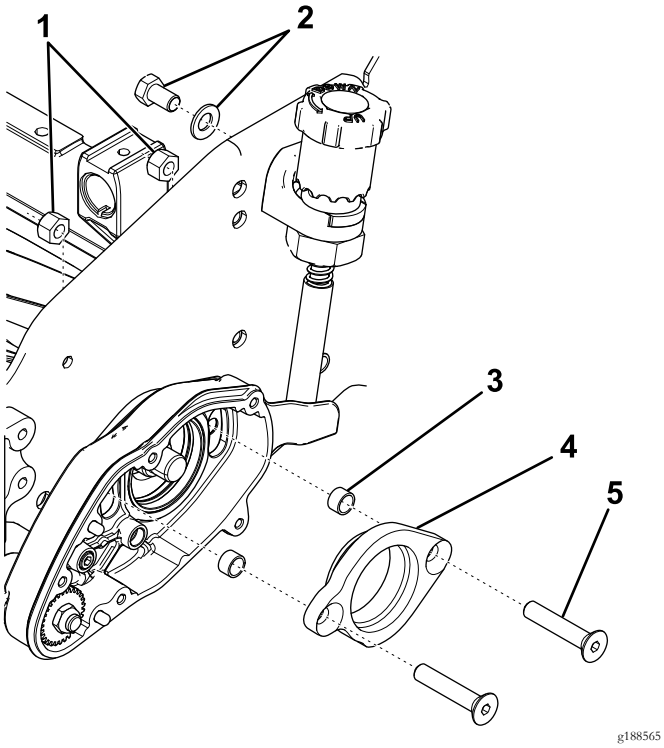

Figure 3
6. Retirez le boulon et la rondelle qui fixent le bouton de réglage à la plaque latérale (Figure 3).
7. Retirez les vis à tête plate, les contre-écrous et l'adaptateur de roulement du carter du groomer (Figure 3).
8. Retirez les entretoises et mettez-les au rebut (Figure 3).